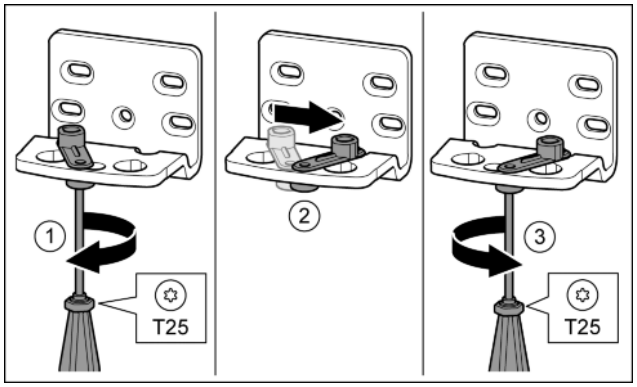

*Fig. 17*
- ▶ Loosen the screw using a T25 screwdriver. *Fig. 17 (1)*
- ▶ Lift the door closure aid and turn it 90° to the right in the hole. *Fig. 17 (2)*
- ▶ Tighten the screw using a T25 screwdriver. *Fig. 17 (3)*